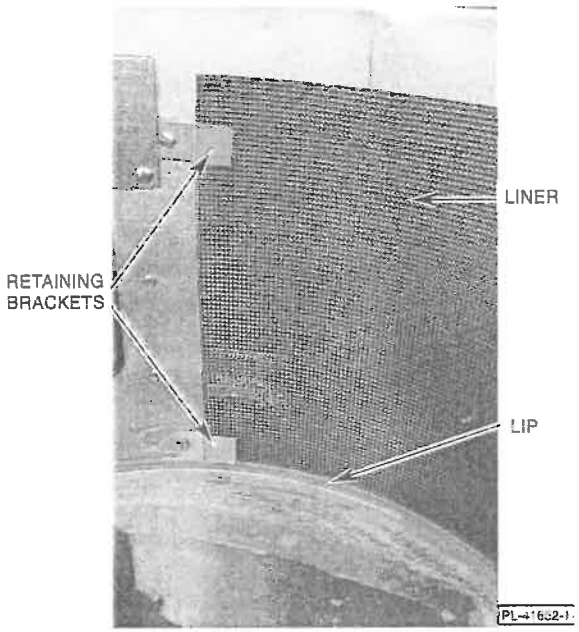

Fig. 2
1. Slide the liner (Fig. 2) into the hopper, ensure the liner is under retaining brackets (Fig. 2) and resting on the top of the lip (Fig. 2) on the bottom of the hopper chamber.